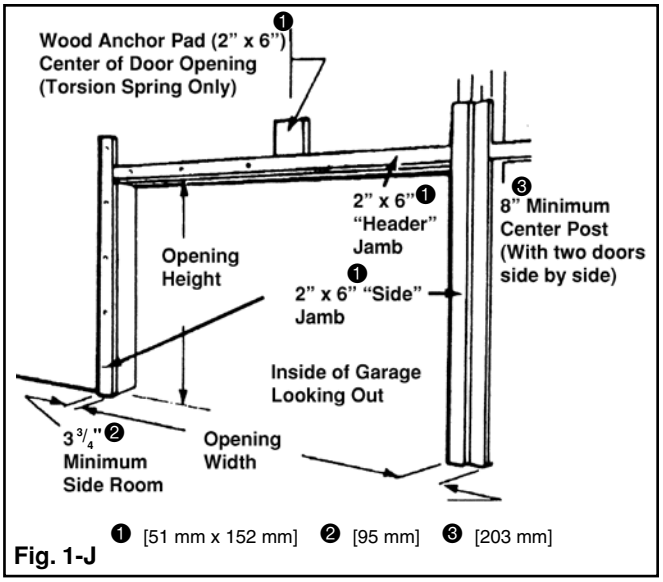
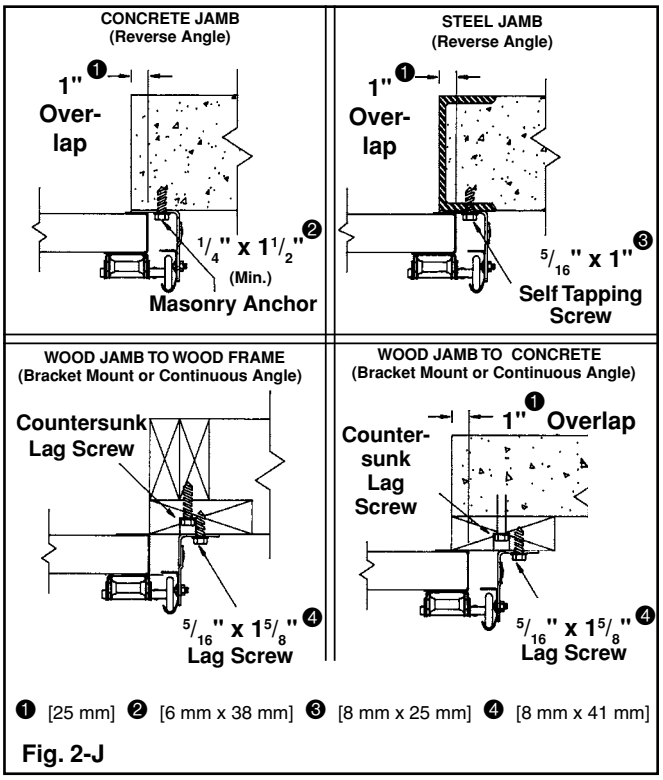

Fig. 1-J
Fig. 2-J
Step 1: On the inside of the garage your opening should be framed with wood jambs, 2" x 6" [51 mm x 152 mm] if possible, or with steel channel as shown in Figure 1-J. The side jambs should extend to approximately the same height as the headroom required. If you have just removed an old door, the condition of the jambs should be inspected. If the jamb has deteriorated, it should be replaced now. The jambs should be plumb and the header level. If there are any bolts fastening the jambs to the wall, the heads should be flush so they don't interfere with the installation of your new door. (FIG. 1-J) Typical installation for wood, steel or masonry jamb material is shown in Figure 2-J.